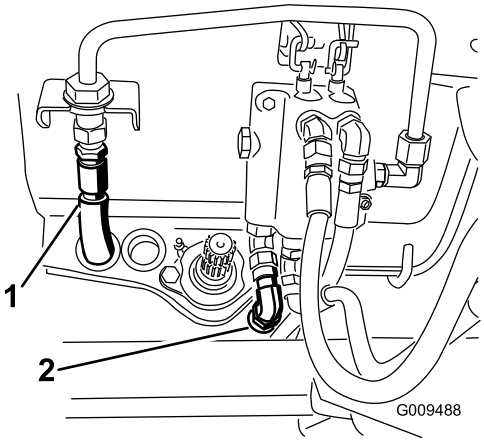

Figur 117
40. Forbind hydrauliktrykslangen til ventilens hårde rør og tankslangen til ventilen (Figur 117).